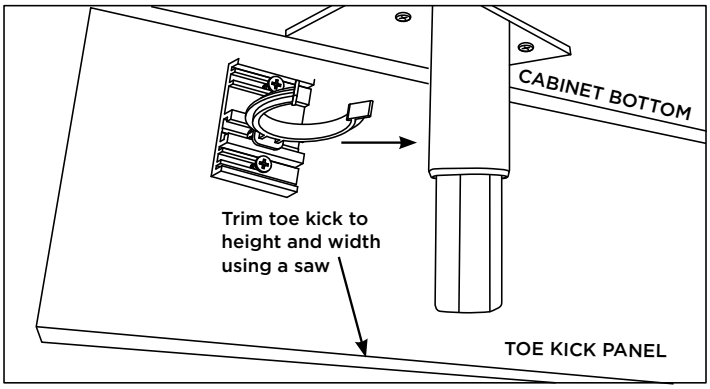

Figure 11
5. Slide the clip into the channel on the Clip Plate (Figure 11).